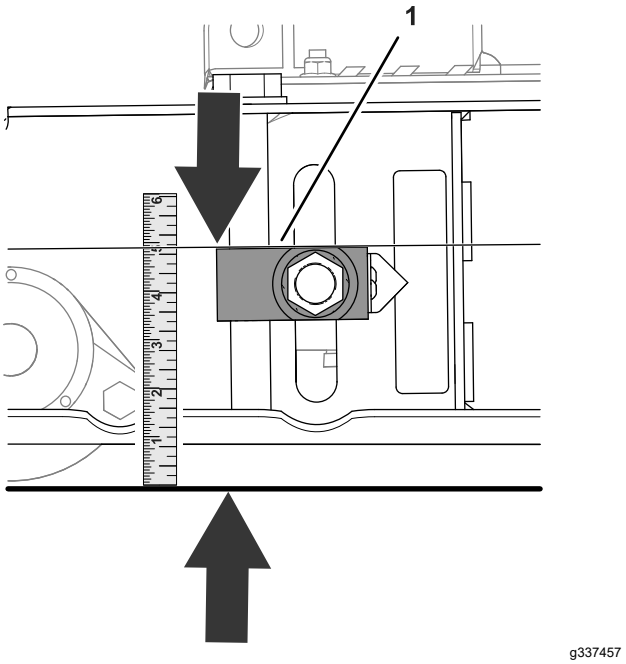

Figuur 81
2. Meet de afstand tussen de bovenkant van de regelaarblok tot de grond (Figuur 81).